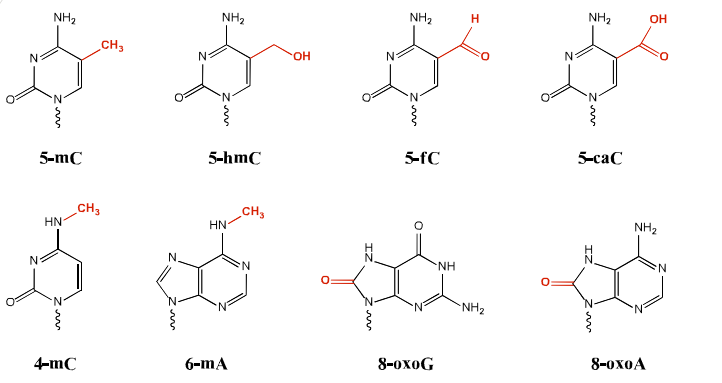

Figure 1. Molecular structures of base modifications including 5-mC, 5-hmC, 5-fC, 5-caC, 4-mC, 6-mA, 8-oxoG, and 8-oxoA.
- Single-base resolution detection of a wide variety of base modifications (including those in Figure 1 and more).